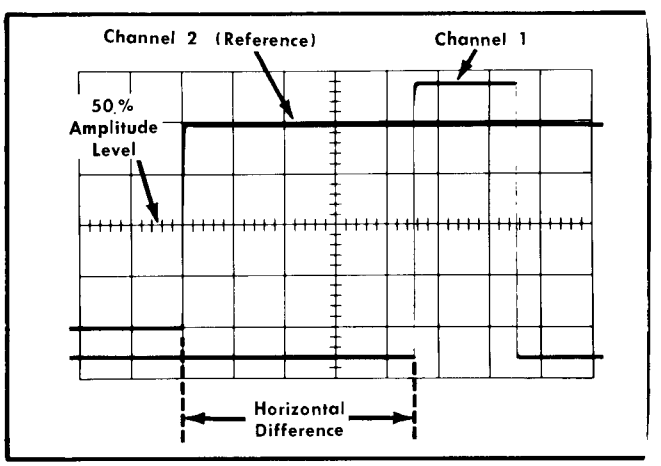

Fig. 2-13. Measuring time difference between two pulses.
11. Measure the horizontal difference between the Channel 1 waveform and the Channel 2 waveform (see Fig. 2-13).
Example. Assume that the TIME/CM switch is set to 50 μSEC, the MAG switch to $\times$10 and the horizontal difference between waveforms is 4.5 centimeters (see Fig. 2-13).